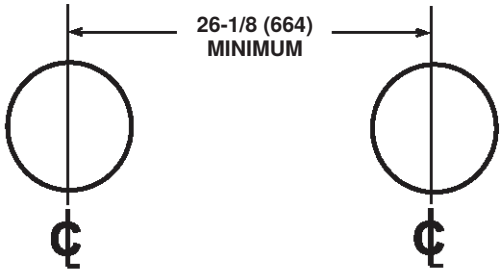

Figure 18. Hole Spacing for Two or More Furnaces
c. When installing system with more than one furnace section, ensure that that there is minimum of 26-1/8 inches (664 mm) between center lines of each terminal pipe. Prepare one hole per furnace with spacing as shown in **Figure 18**.